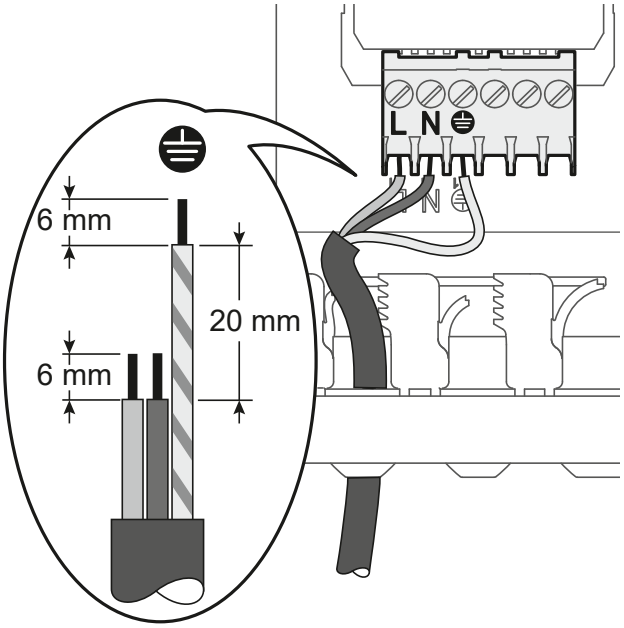

Rys. 21 — Zasilanie elektryczne 230 V -50 Hz
- Podłączyć przewód zasilania (patrz *Rys. 21*).